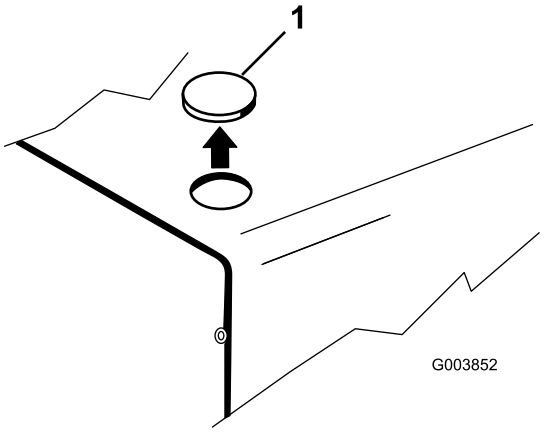

Figur 3
1. Fjern pluggen fra hullet på venstre, fremre hjørne av panseret (Figur 3).